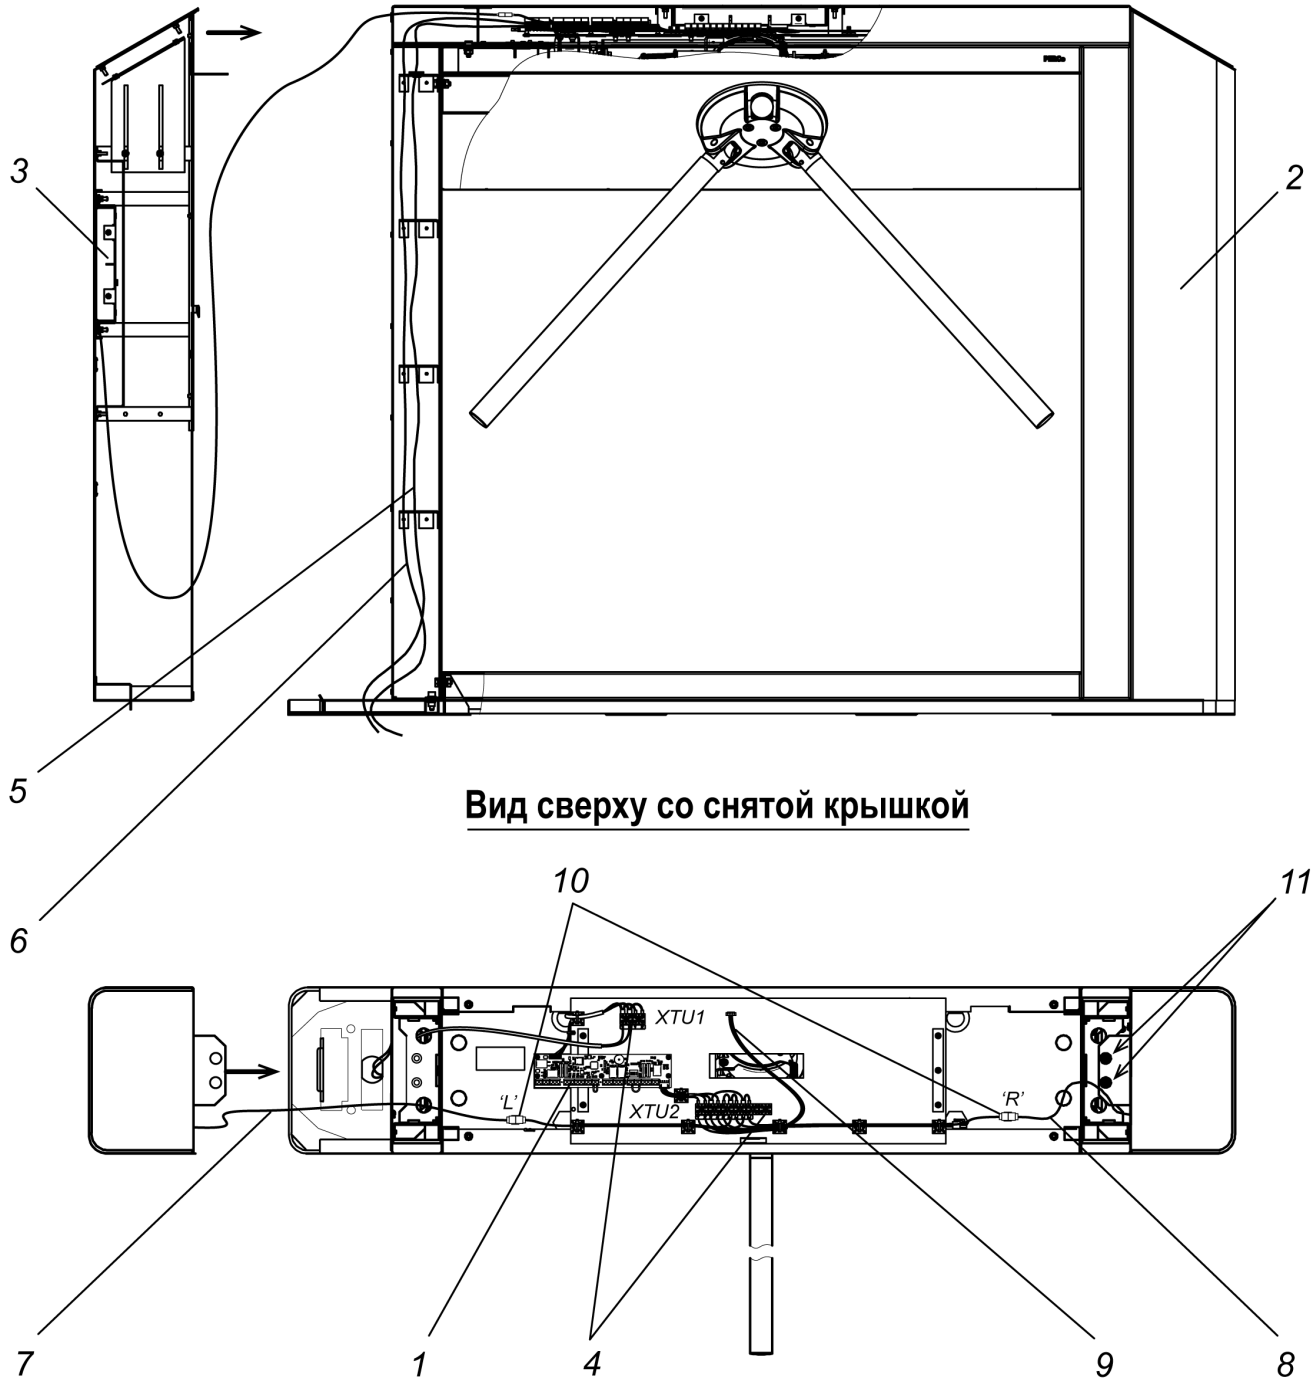

Рисунок 19. Схема прокладки кабелей в стойке турникета
3. При необходимости прокладки кабелей под поверхностью пола подготовьте в полу кабельный канал, подходящий к зоне ввода этих кабелей в стойку турникета. Прокладка кабелей внутри стойки показана на рис. 19.
- зафиксируйте боковой модуль при помощи двух винтов М5×12 с двумя шайбами каждый – пружинной и плоской увеличенной (см. позицию 11 на рис. 19), винты и шайбы входят в комплект поставки основной стойки турникета;
- присоедините разъем кабеля индикации от бокового модуля к соответствующему (правому «R» или левому «L») разъему кабеля индикации от основной стойки (10 на рис.19).
16. Установите на место основную крышку турникета (2), см. разд. 6.